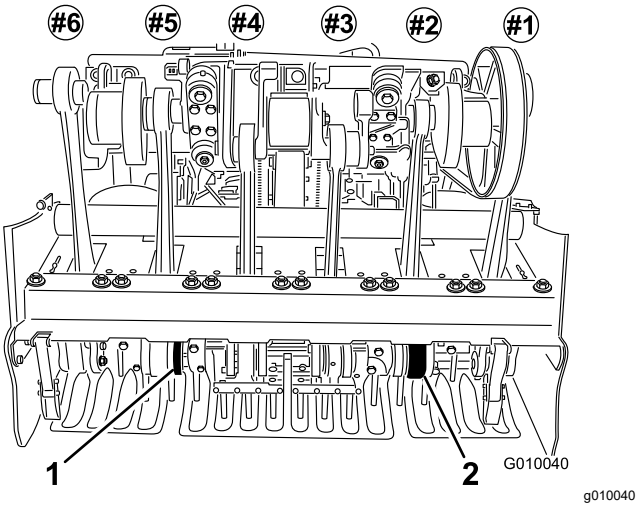

**Figure 25**
6. Install tines into the #2 and #5 tine holders (Figure 25) Tighten the bolts.